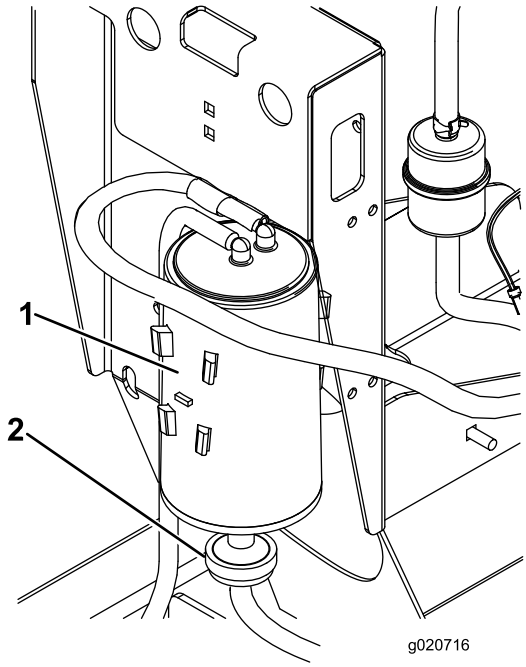

Rysunek 21
2. Odłącz przewód elastyczny od filtra powietrza węglowego pochłaniacza oparów (Rysunek 21).
3. Wyjmij i wyrzuć filtr powietrza węglowego pochłaniacza oparów (Rysunek 21).